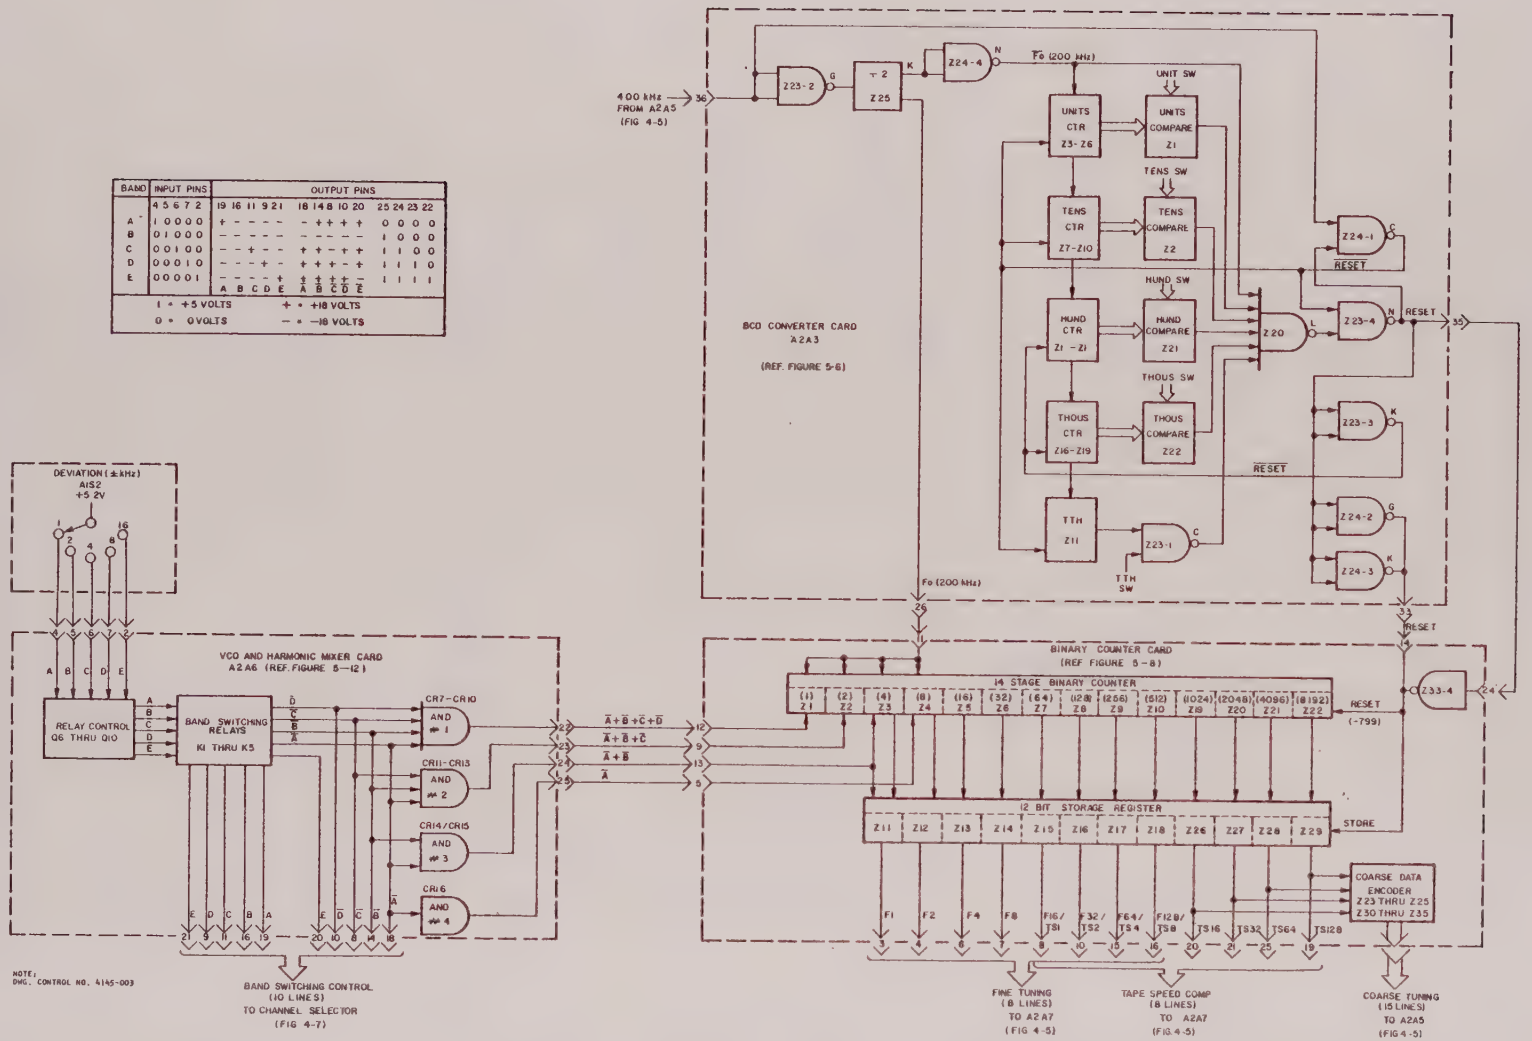

Figure 4-3. Digital Control Circuit Group Functional Block Diagram
4.3.2 Digital Control Circuit Group (Ref. Figure 4-3)